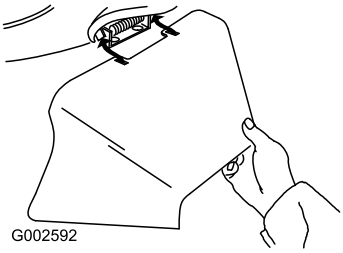

Figur 28
3. Monter sideudblæsningsrøret, og fæld pladen ned på røret (Figur 28).